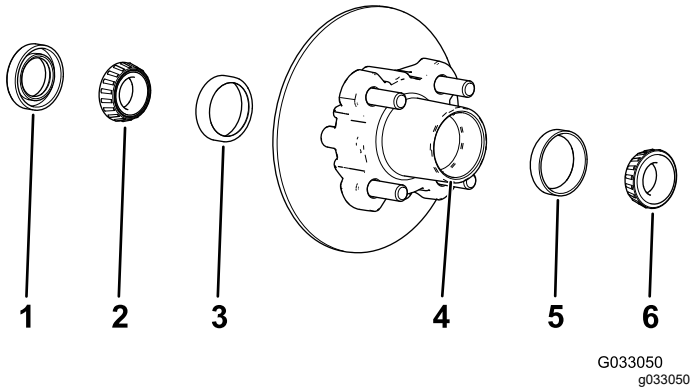

Figur 32
1. Fjern det utvendige lageret og kulesetet fra navet (Figur 32).
2. Fjern tetningen og det innvendige lageret fra navet (Figur 32).
5. Rengjør navets hulrom for fett, smuss og andre rester (Figur 32).
7. Fyll navets hulrom 50–80 % fullt med det angitte smørefettet (Figur 32).
8. Monter det innvendige lageret på den innvendige siden av navet, og monter tetningen (Figur 32).